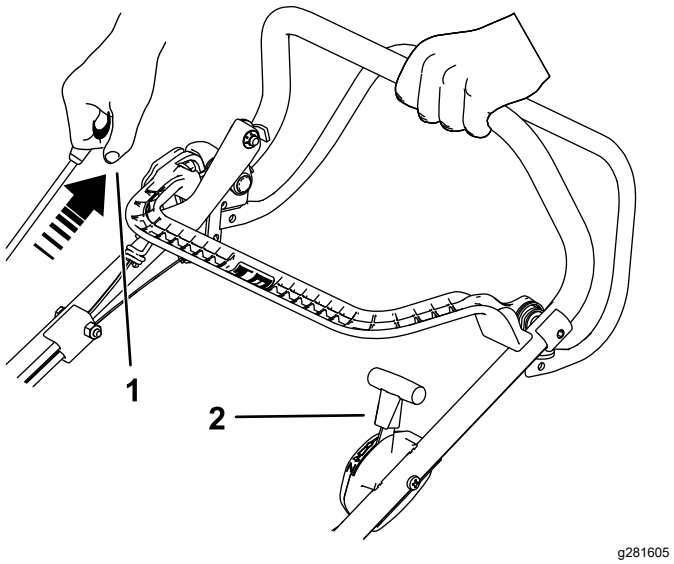

Figur 15
2. Dra i startsnörehandtaget tills du känner ett motstånd och dra sedan kraftigt för att starta. När motorn startar flyttar du långsamt tillbaka gasreglaget till det SNABBA LÄGET om choken har aktiverats (Figur 15).